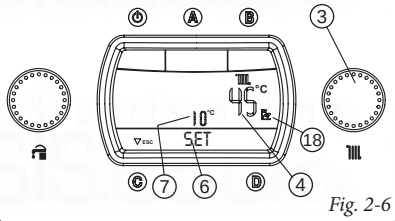

Fig. 2-6
- **Functioning with external sensor (Fig. 2-6) optional.** In the case of a system with optional external sensor, the boiler flow temperature for central heating is managed by the external sensor depending on the external temperature measured (Par. 1.5). It is possible to modify the flow temperature from -15°C to +15°C with respect to the adjustment curve (Fig. 1-4 Offset value). This correction, which can be activated using the selector switch (item 3) is kept active for any external temperature measured. The modification of the offset temperature is indicated on the display (item 7). The temperature indicated on the display (item 4) is the current flow temperature and after a few seconds from the modification it is updated with the new correction. 'SET' appears on the status display (Fig. 2-6). By turning the selector switch (item 3) in a clockwise direction the temperature increases and in an anti-clockwise direction it decreases.